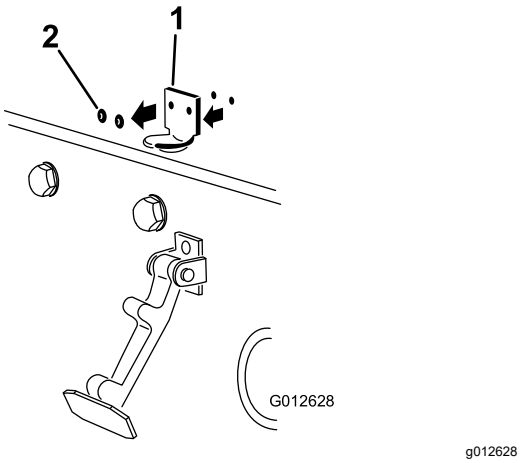

Figura 7
2. Rimuovete i 2 rivetti che fissano la staffa del fermo del cofano al cofano (Figura 7).